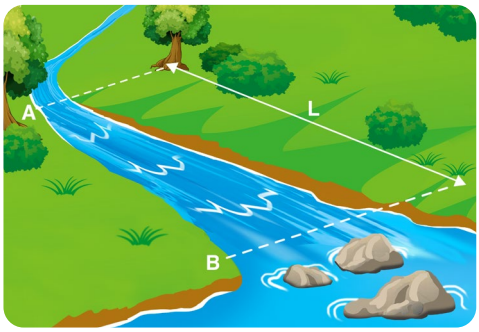

Figura 1. Medición por método del flotador
Medir la distancia en metros (L) en línea recta entre los puntos A y B con el metro o la cinta métrica, por ejemplo, de 15 metros (ver **Figura 1**).